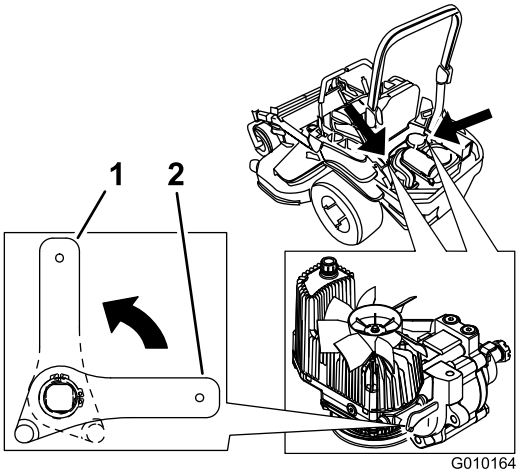

Figure 36
2. Tournez les leviers des vannes de déblocage en position verticale pour pousser la machine. Cela permet à l'huile hydraulique de contourner la pompe et aux roues de tourner (Figure 36).
4. Tournez les leviers des vannes de déblocage en position horizontale pour utiliser la machine (Figure 36).